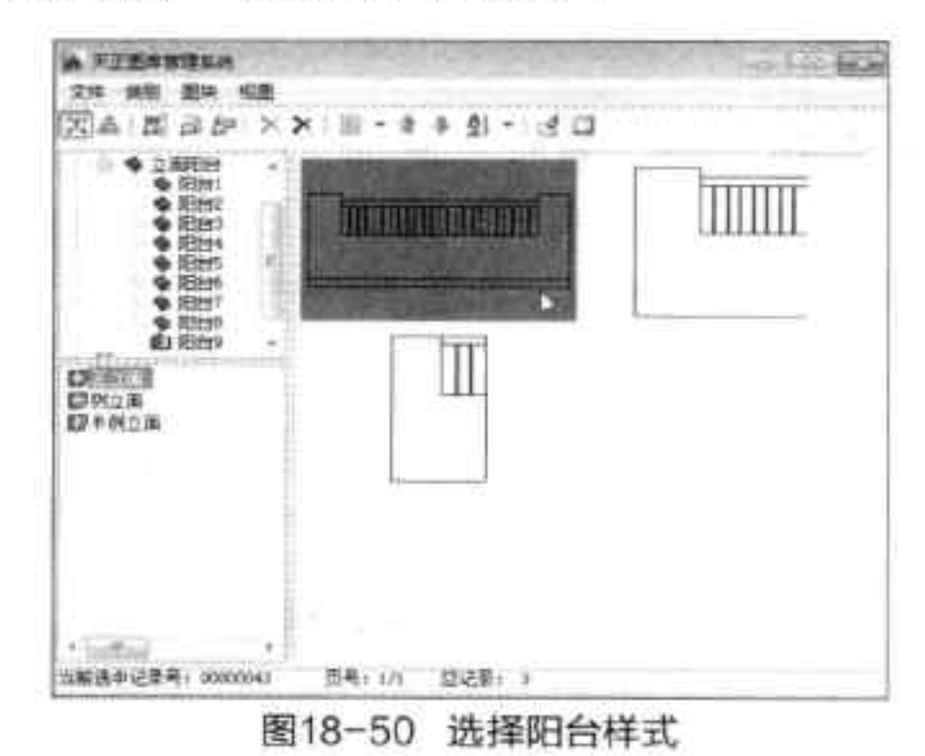

图18-50 选择阳台样式
Step 08 执行“立面 > 立面阳台”命令，在打开的“天正图库管理系统”对话框中，选择满意的阳台样式，如图 18-50 所示。